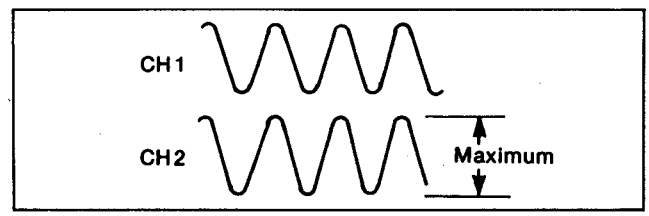

Figure M18
3. Adjust the screw (B) so that the CH2 output level becomes maximum. (Figure M18)